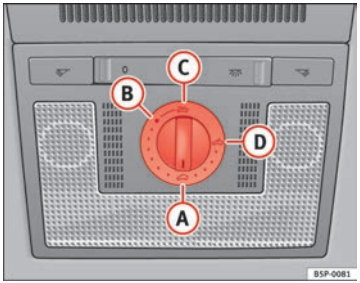

Abb. 69 Ausschnitt aus Dachhimmel: Drehschalter Schiebe-/Ausstelldach
Ein durch Kraftbegrenzung wiederholt geöffnetes Schiebe-/Ausstelldach können Sie dann schließen, wenn Sie den Drehschalter solange in Stellung (A) ⇒ Abb. 69 nach vorne drücken, bis das Schiebe-/Ausstelldach vollständig geschlossen ist. **Dabei ist zu beachten, dass das Schiebe-/Ausstelldach jetzt ohne Kraftbegrenzung schließt.**